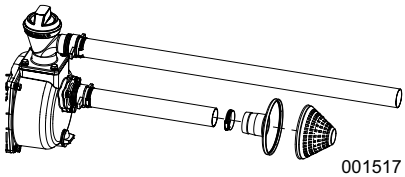

Figure 2-6.Typical Strainer Attachment
4. See *Figure 2-6*. Attach the strainer to the suction hose.